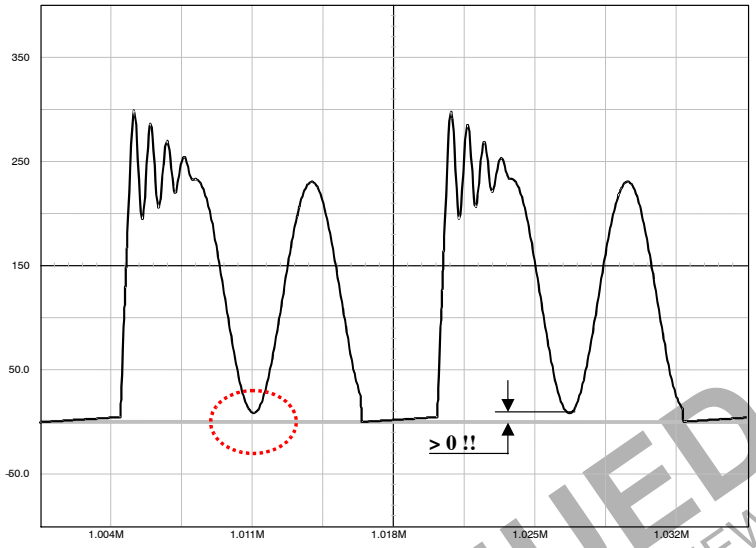

Figure 28. The Drain−Source Wave Shall Always be Positive . . .
1. In any case, the lateral MOSFET body−diode shall never be forward biased, either during startup (because of a large leakage inductance) or in normal operation as shown by Figure 28.